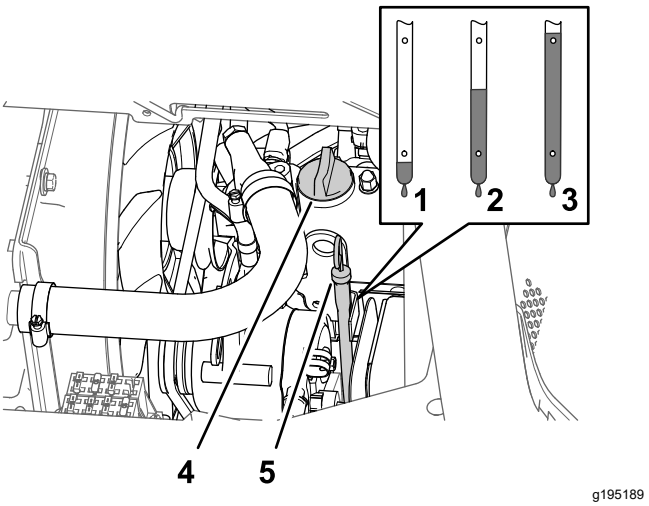

**Bild 80**
5. Nehmen Sie den Ölfülldeckel vom Füllstutzen an der Ventilabdeckung des Motors (Bild 80) ab und gießen Sie ungefähr 80% der angegebenen Ölmenge langsam in den Füllstutzen.
6. Nehmen Sie den Peilstab heraus und lesen den Ölstand im Motor ab (Bild 80).
7. Gießen Sie langsam weiteres Öl der angegebenen Sorte ein, um den Ölstand bis zur Voll-Markierung am Peilstab anzuheben (Bild 80).
8. Bringen Sie den Ölfülldeckel in den Füllstutzen und den Peilstab in das Peilstabrohr (Bild 80).